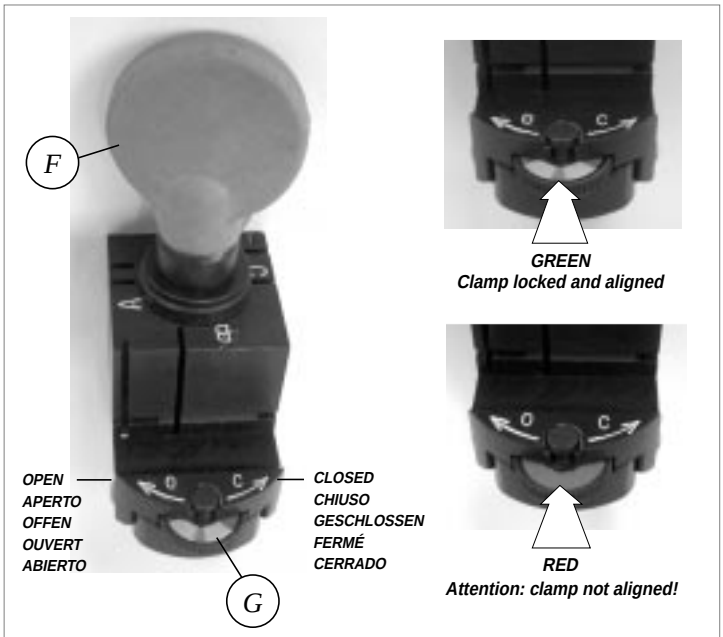

Fig. 20
1) Unscrew the knobs (F) by a couple of turns.
2) Turn the clamp alignment device (G) to the left (fig.20).
5) Turn the clamp alignment device (G) to the right in order to secure it perfectly.